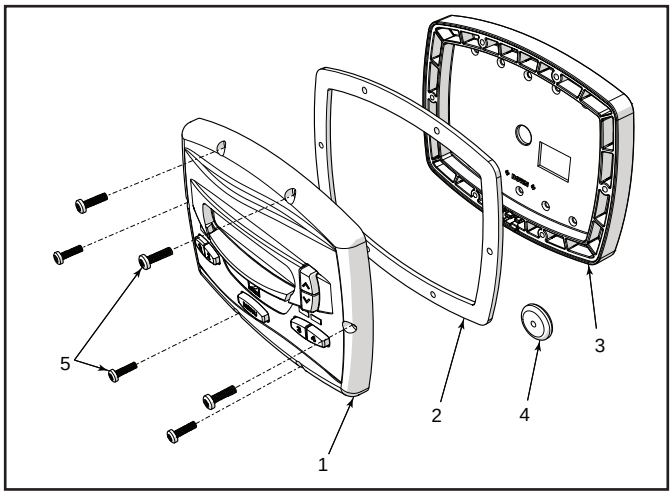

Figure 3. Composants du régulateur
L'assemblage du régulateur (voir figure 3) contient les composants suivants :
3. Percer la pellicule en plastique couvrant les trous de vis de la plaque arrière. Voir la Figure 3.
3. Deux (2) éléments de fixation au minimum (fournis par l'installateur) sont exigés au moment de faire l'installation sur un mur plat pour tenir solidement le régulateur.
4. La plaque arrière a un choix de dix (10) trous de montage. Percer seulement la pellicule en plastique par les trous à employer. Voir la Figure 3.
6. Dans la partie inférieure de la plaque arrière, découper les deux (2) étiquettes avec un outil approprié, tel qu'un coupeur de carton ou une coupeuse, et acheminer le câble à travers le canal ouvert.